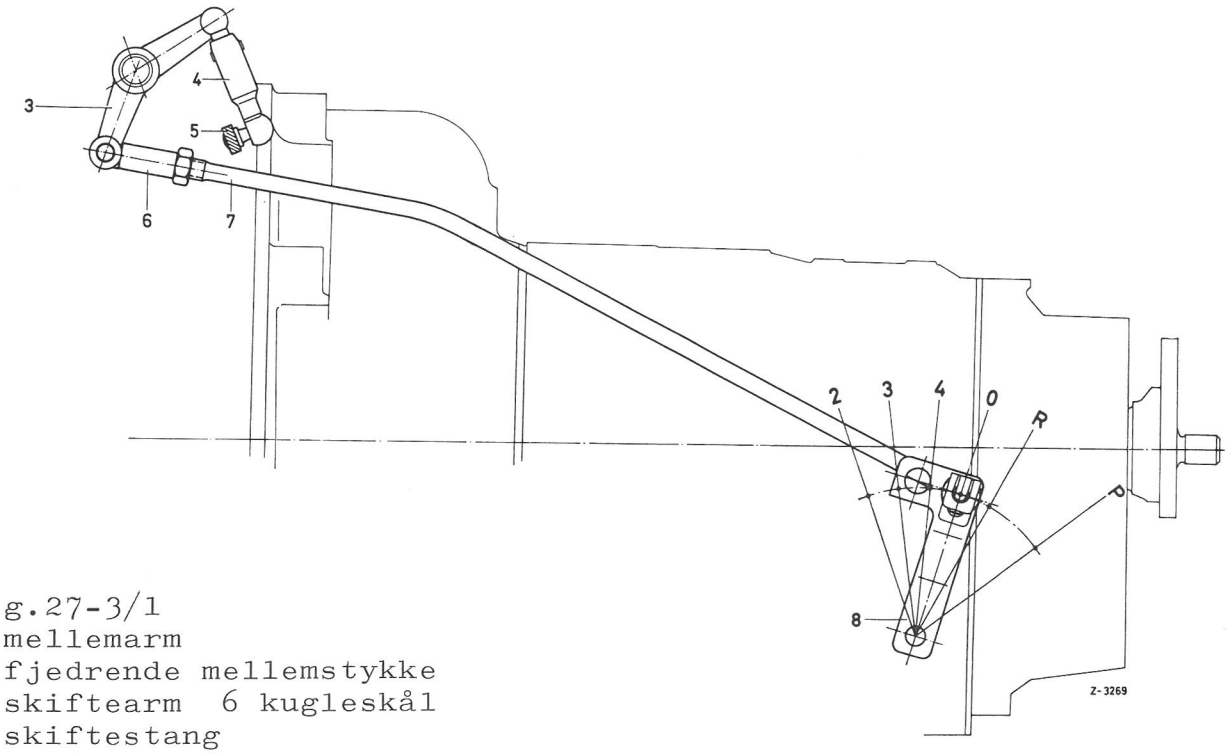

Fig.27-3/1
Gearvælgerindikatoren indstilles i gearvælgerarmstilling"N".Bowdenkablet(3)fra skifterøret til gearindikatoren kan indstilles på indikatoren ved hjælp af en riflet møtrik(4) i længden (fig. 27-3/2).Til dette formål løsnes kontramøtrikken (5) og fastspændes igen,efter indstillingen er tilendebragt.